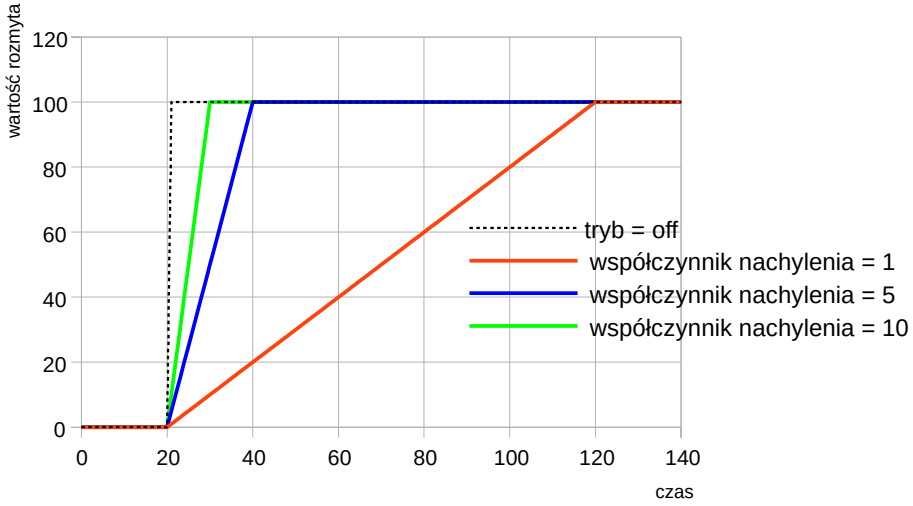

Rys. 7.125. Zmiana rozmytej wartości zadanej w zależności od ustawienia parametru ***Współczynnik nachylenia***
- **Współczynnik nachylenia** – określa szybkość narastania (patrz **Rys. 7.125**),